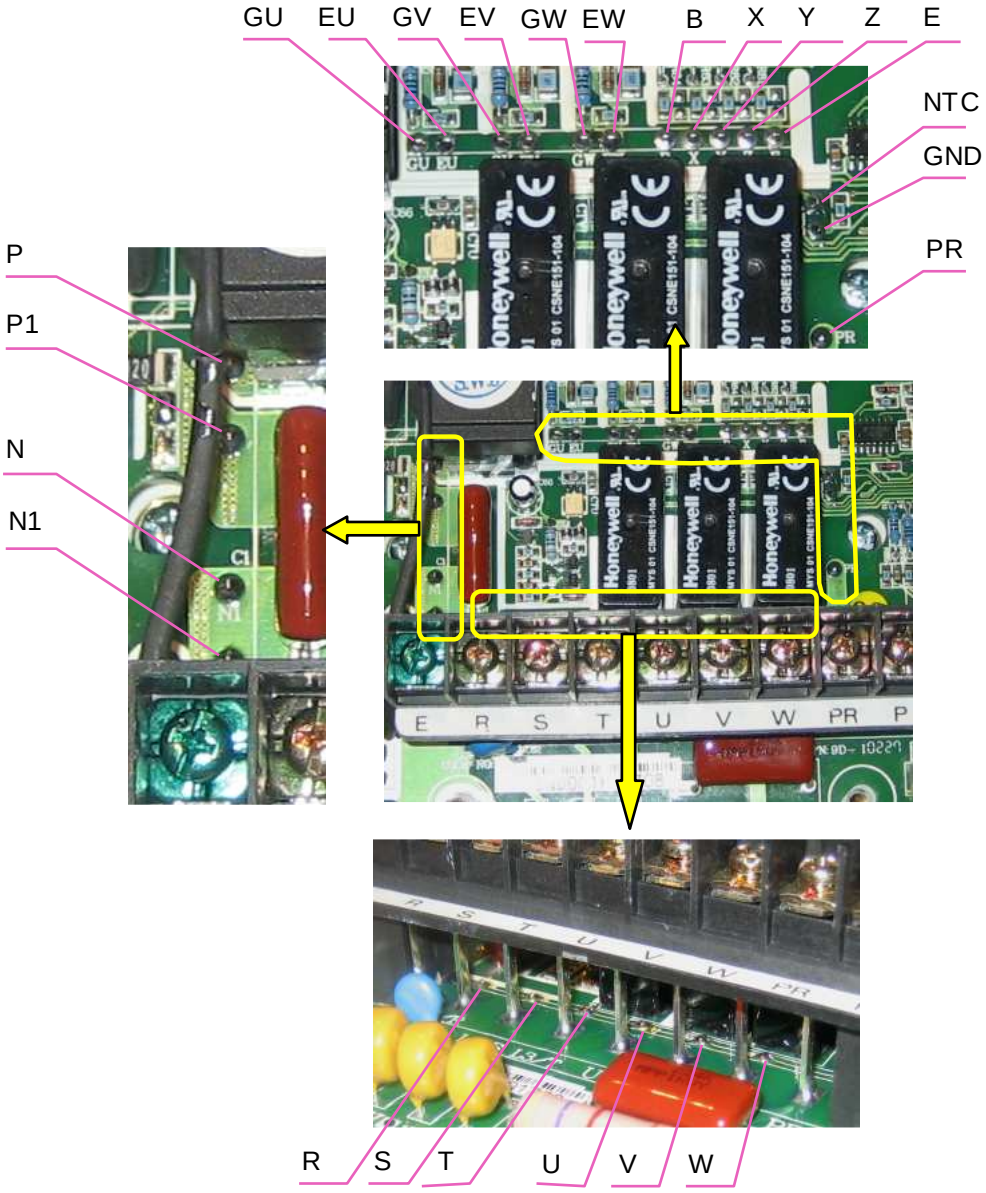

Рис. 7.6
7.3.4. Паять 24 контакта матрицы IGBT: GU, EU, GV, EV, GW, EW, B, X, Y, Z, E, NTC, GND, PR, W, V, U, T, S, R, N1, N, P1, P (рис. 7.6).